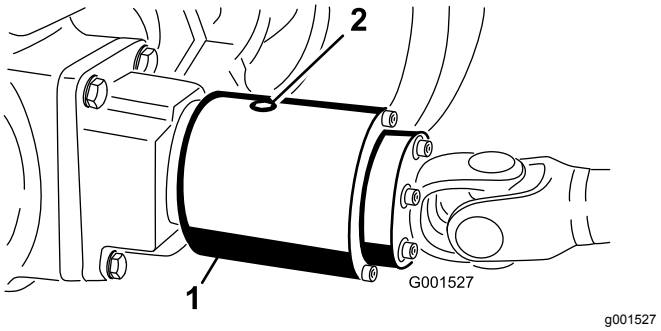

Figur 64
3. Drej koblingen, så kontrolproppen vender nedad (Figur 64).